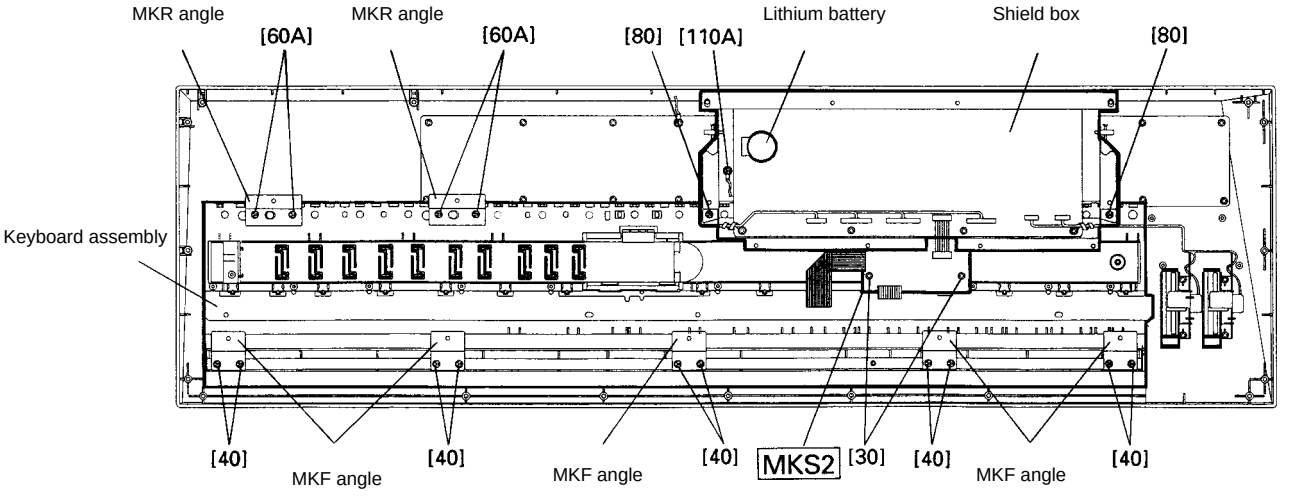

Fig.2
2-2 Remove the two (2) screws marked [80], and the screw marked [100A]. The DM circuit board with the shield box can then be removed. (Fig. 2)
3-3 Remove the four (4) screws marked [60A]. The keyboard assembly and the two (2) MKR angles can then be removed. (Fig. 2)
3-4 Removed the ten (10) screws marked [40]. The keyboard assembly can then be removed from the five (5) MKF angles. (Fig. 2)
7-4 Remove the two (2) screws marked [30]. The MKS2 circuit board can then be removed. (Fig. 2)